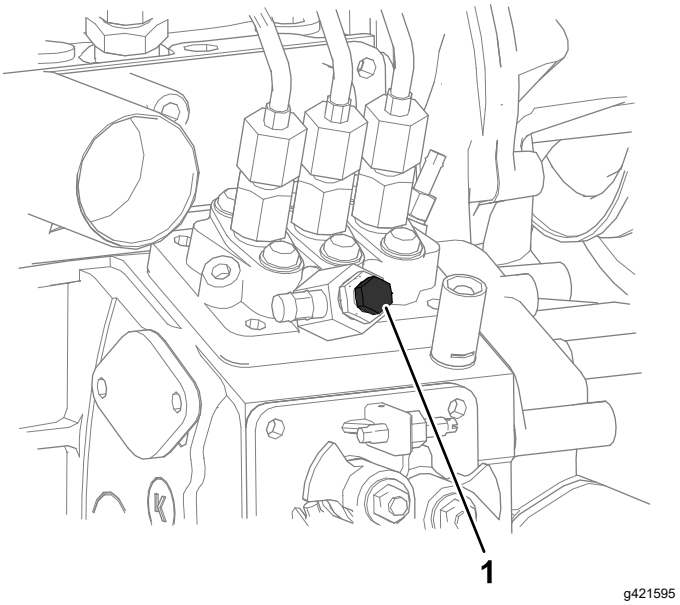

**Figuur 90**
4. Draai de ontluchtschroef op de brandstofinjectiepomp open (Figuur 90).